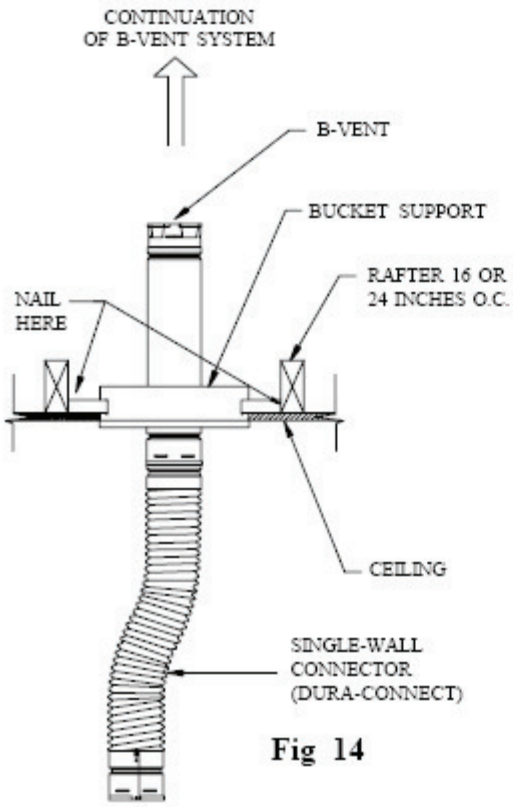

Fig 14
2. **Assembly**. After you have determined where the B-vent should be located, assemble the **Bucket Support** and **Brackets**. Nail the assembly to the bottom side of the joist material as shown in Figure 14. After the **Support Bucket** is in place, scribe and cut out a hole in the sheet rock 1/8" larger than the diameter of the **Bucket,** and